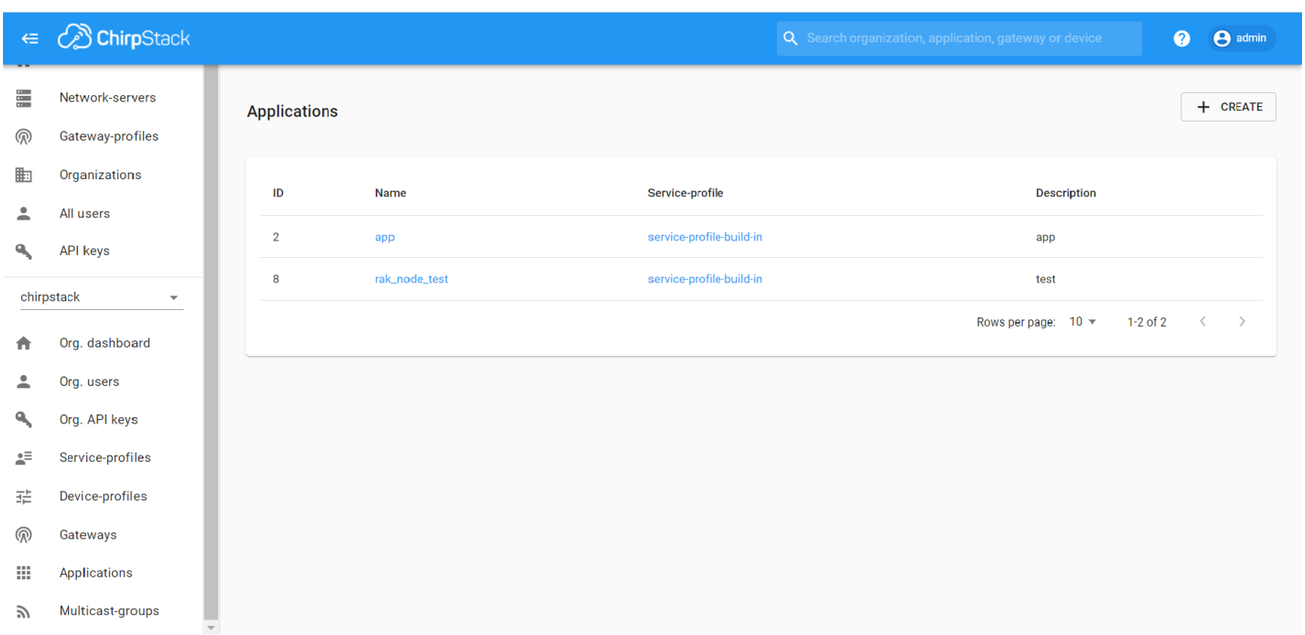
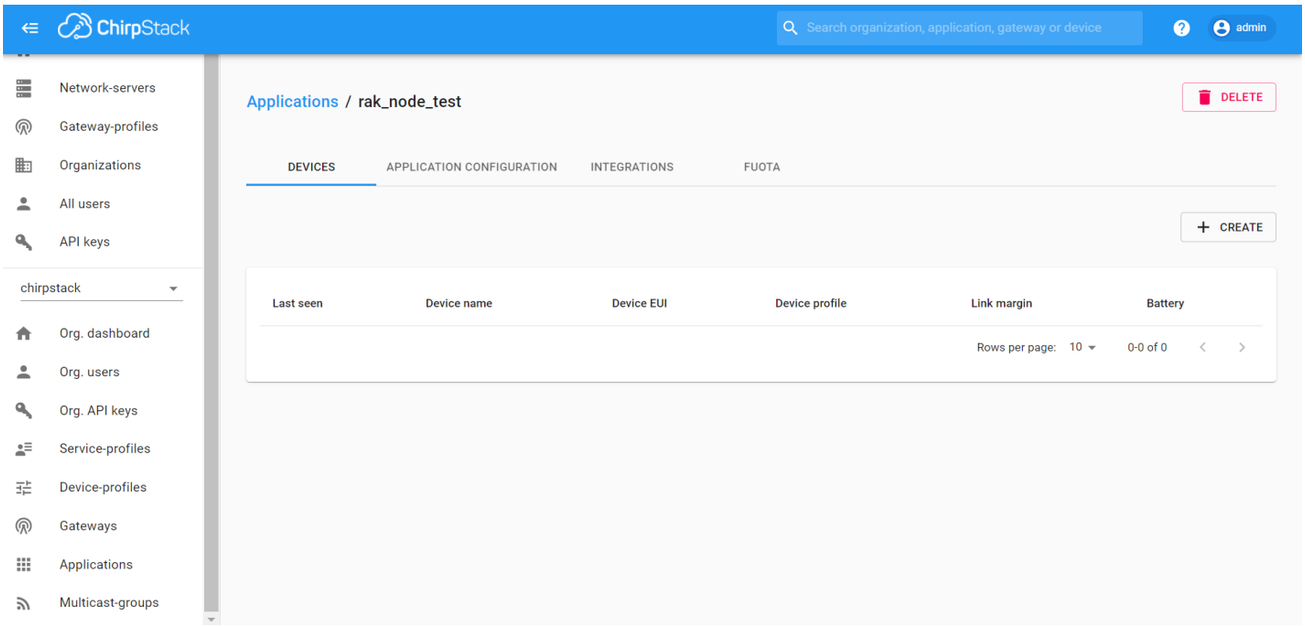

Figure 33: List of applications created
Figure 34: Device tab of an Application
1. Choose the Application created in the previous step, then select the "**DEVICES**" tab, as shown in **Figure 33** and **Figure 34**.